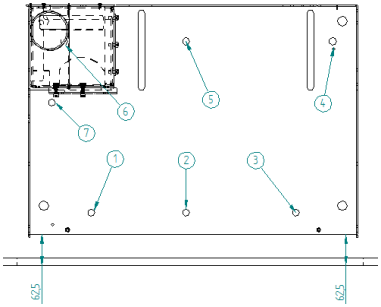

Figure 5 - fixation de la base de l’appareil
- Comme on peut le voir sur la figure 5, on doit laisser un écart de 62,5mm entre la base et la face avant (en étant parfaitement parallèle).